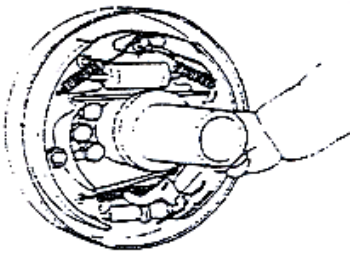

Figure 2-23
(2) Conduct visual inspection of the piston cup for damage and deformation. Replace the cup if there is any abnormality.
(3) Measure the free length of brake cylinder spring. Replace it if it exceeds the baseline.
(4) Measure the thickness of friction disk. Replace it if the wear degree exceeds limit. Figure 2-23 Standard thickness: 8.0mm; Minimum thickness: 2.0mm
(5) Conduct visual inspection on the inner surface of brake drum for damage and uneven wear. Then grind the brake drum for correction purpose and replace it if it can't be corrected.